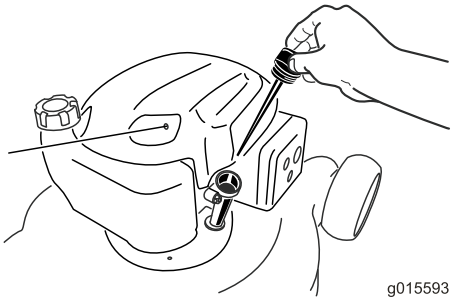

Figur 5
2. Fjern peilestaven (Figur 5).